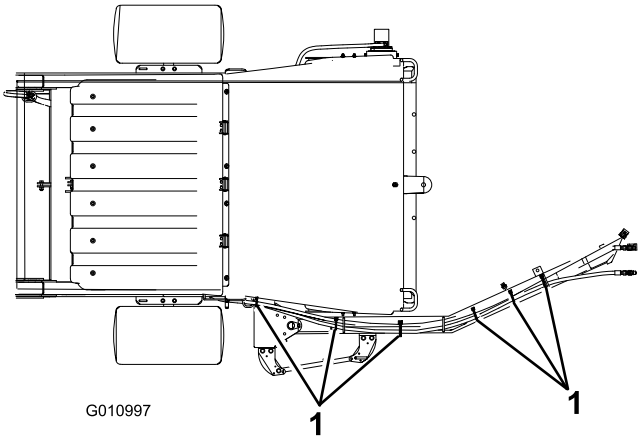
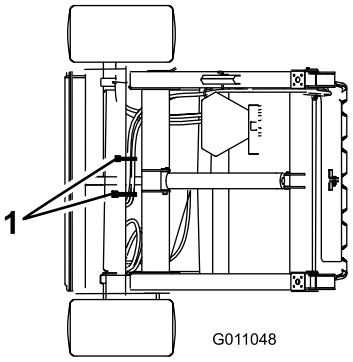

Figur 11
Figur 12
2. Fäst hydraulslangarna och kablaget på det sätt som visas i Figur 11 och Figur 12.